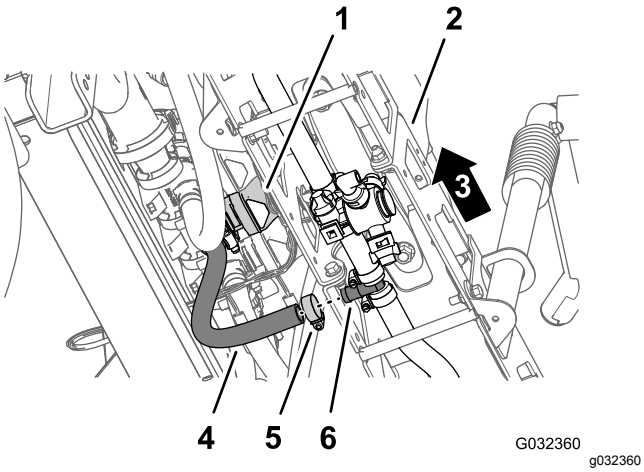

**Figur 48**
5. Under midterbomsektionen afmonteres slangeklemmen, der fastgør bomsektionens forsyningsslange til T-fittingen med modhager (Figur 48).